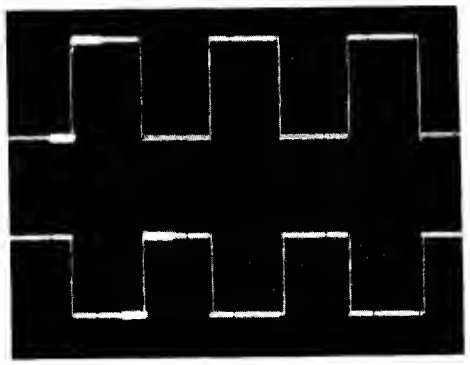

Figure 10. Adjustment of Start and Stop
8. Adjust time-interval START 17 to position first intensified marker at beginning of desired time interval (one channel). (See figure 10.)